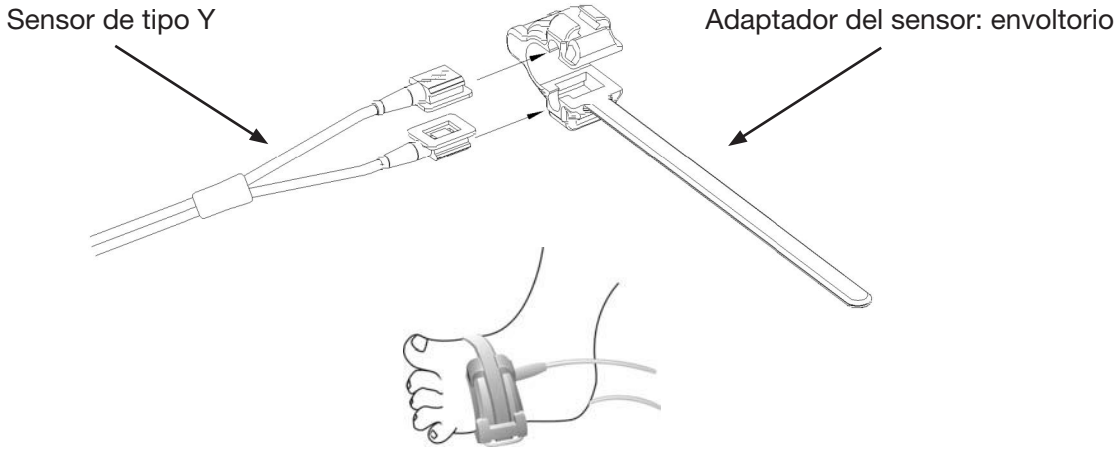

Figura 3.10 Colocación del sensor SpO2 en neonatos
3. Si se utiliza el sensor SpO2 de neonatos, siga la Figura 3.10 para conectarlo.